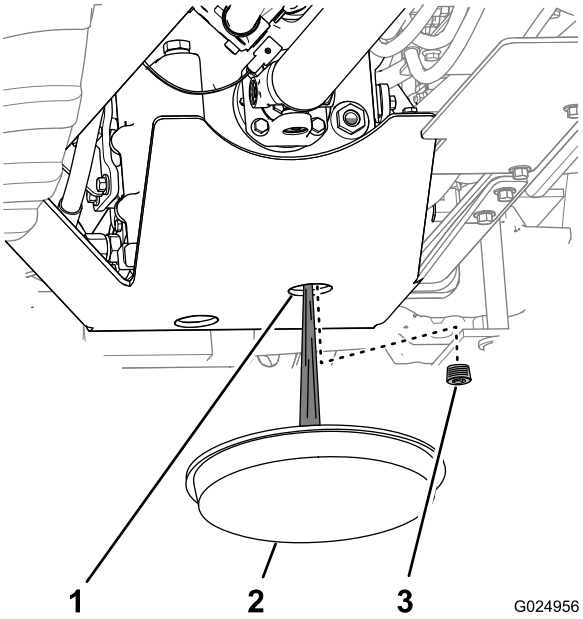

Figure 94
2. Place a drain pan under the forward hole in the transmission shield (Figure 94).
3. Through the transmission shield, clean the area around the transmission drain plug (Figure 94).